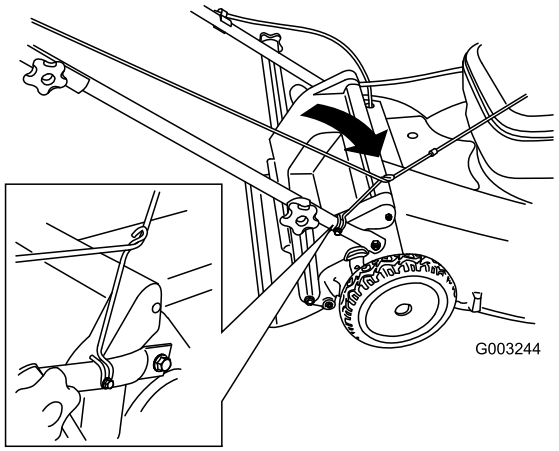

Figur 23
3. Før startsnoren rundt den nedre snorføreren (Figur 23).